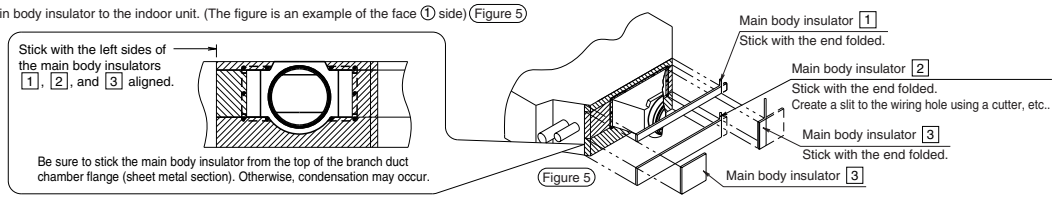

Figure 5
(3) Stick the main body insulator to the indoor unit. (The figure is an example of the face ① side) (Figure 5)